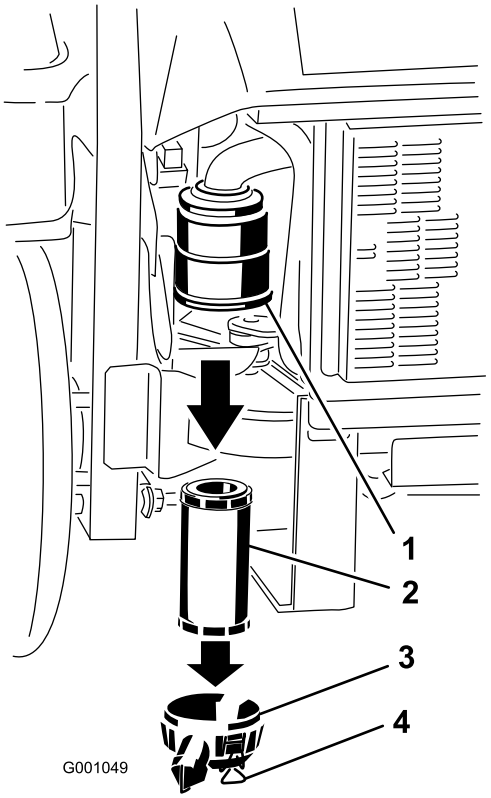

**Figur 32**
3. Åbn låsene på luftfilteret, og træk luftfilterdækslet af luftfilterhuset (Figur 32).
5. Skub forsigtigt filteret ud af luftfilterhuset (Figur 32). Undgå at ramme husets side med filteret.